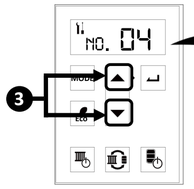

Fig 2. "Up" and "Down" Buttons
3. Use the ▲ (Up) and ▼ (Down) buttons to scroll to the desired information described in Table 1. Performance Data (Fig 2).